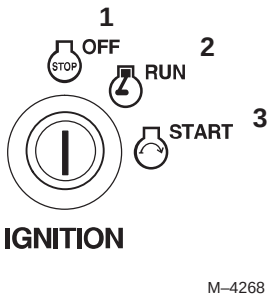

Figure 18
3. Laissez tourner le moteur au ralenti pendant 60 secondes (Fig. 18).
4. Tournez la clé de contact en position Contact coupé (Fig. 18).